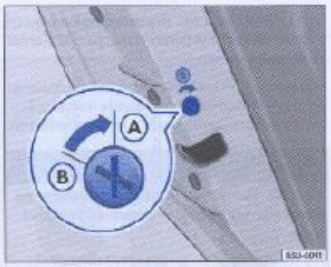
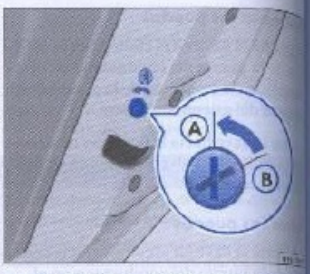

Fig. 49 Traba de seguridad para niños en la puerta trasera izquierda: Ⓐ accionada, Ⓑ desaccionada
Fig. 50 Traba de seguridad para niños en la puerta trasera derecha: Ⓐ accionada, Ⓑ desaccionada
– Gire, con la llave del vehículo, la ranura a la posición ⇒ fig. 49 Ⓐ o ⇒ fig. 50 Ⓐ.
– Gire, con la llave del vehículo, la ranura a la posición ⇒ fig. 49 Ⓑ o ⇒ fig. 50 Ⓑ.